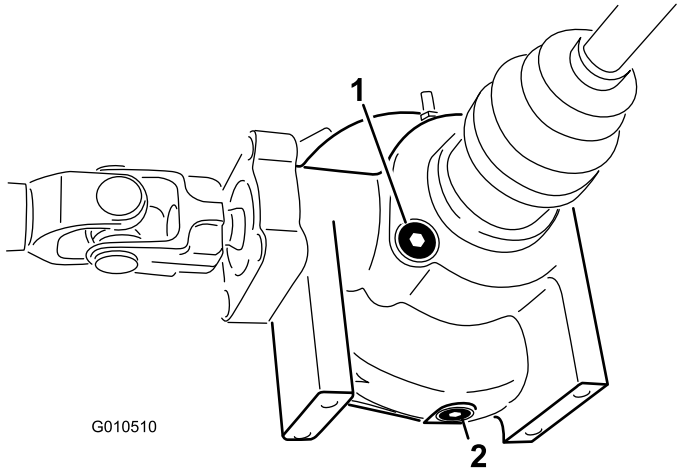

Rysunek 20
2. Oczyść obszar wokół korka wlewu/kontroli z boku mechanizmu różnicowego (Rysunek 20).